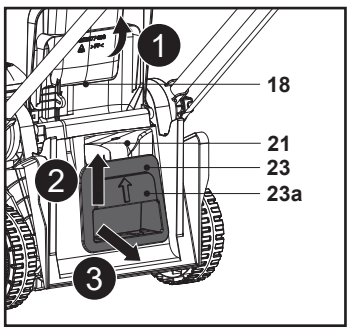

**Fig. 15**
8. Soulever la poignée encastrée (23a) et extraire l'obturateur mulching (23) de la goulotte d'éjection arrière (21), puis retirer l'obturateur mulching (23) (Fig. 15).